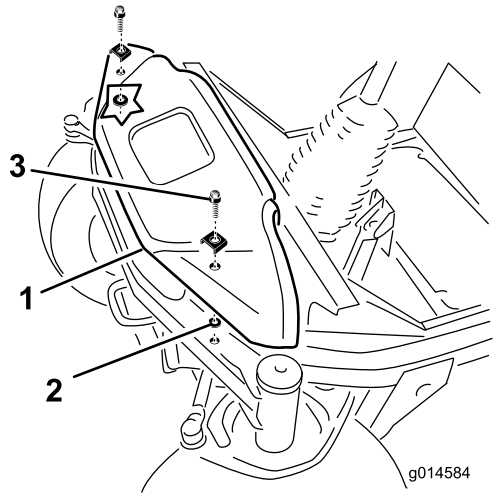

Figur 5
1. Fjern flangehovedboltene (2), der fastgør fordækslet oven på forakslen (Figur 5).